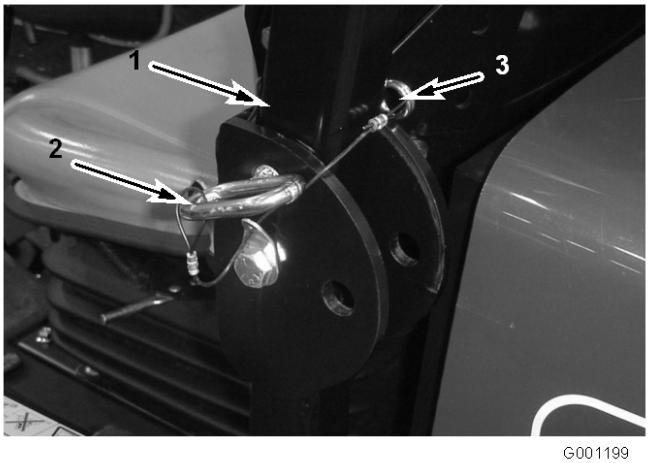

Figur 11
1. Ta bort hårnålssprintarna och de två tapparna från störtbågen (Figur 11).
2. Fäll upp störtbågen till upprätt läge, sätt i de två tapparna och spärra dem med hårnålssprintarna (Figur 11).